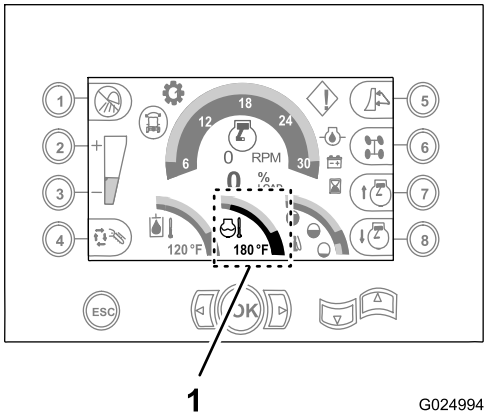

Figura 102
C. Fate girare il motore per 5 minuti o fino a che la temperatura del refrigerante nel display del centro di comando indica 82°C, quindi arrestate il motore (Figura 102).